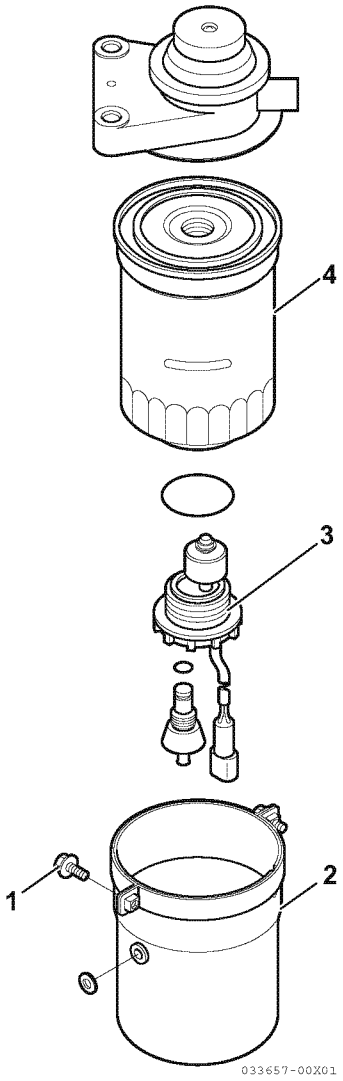
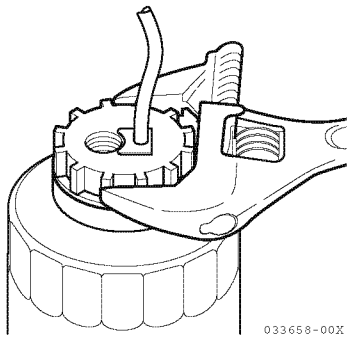

Figur 6
Figur 7
2. Avkägsna två monteringsskruvar (1, **Figur 6**) och huset (2, **Figur 6**).
5. Ta bort larmbrytarna ((3, **Figur 6**) och(**Figur 7**)) med hjälp av en nyckel.
6. Ta bort bränslefilterelementet (4, **Figur 6**) med en filternyckel.